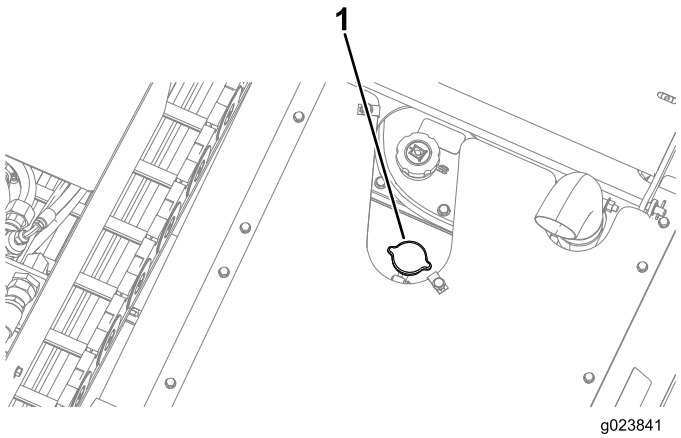

Figure 145
3. Retirez le bouchon de radiateur (Figure 145).
5. Remettez le bouchon de radiateur en place et serrez-le solidement (Figure 145).